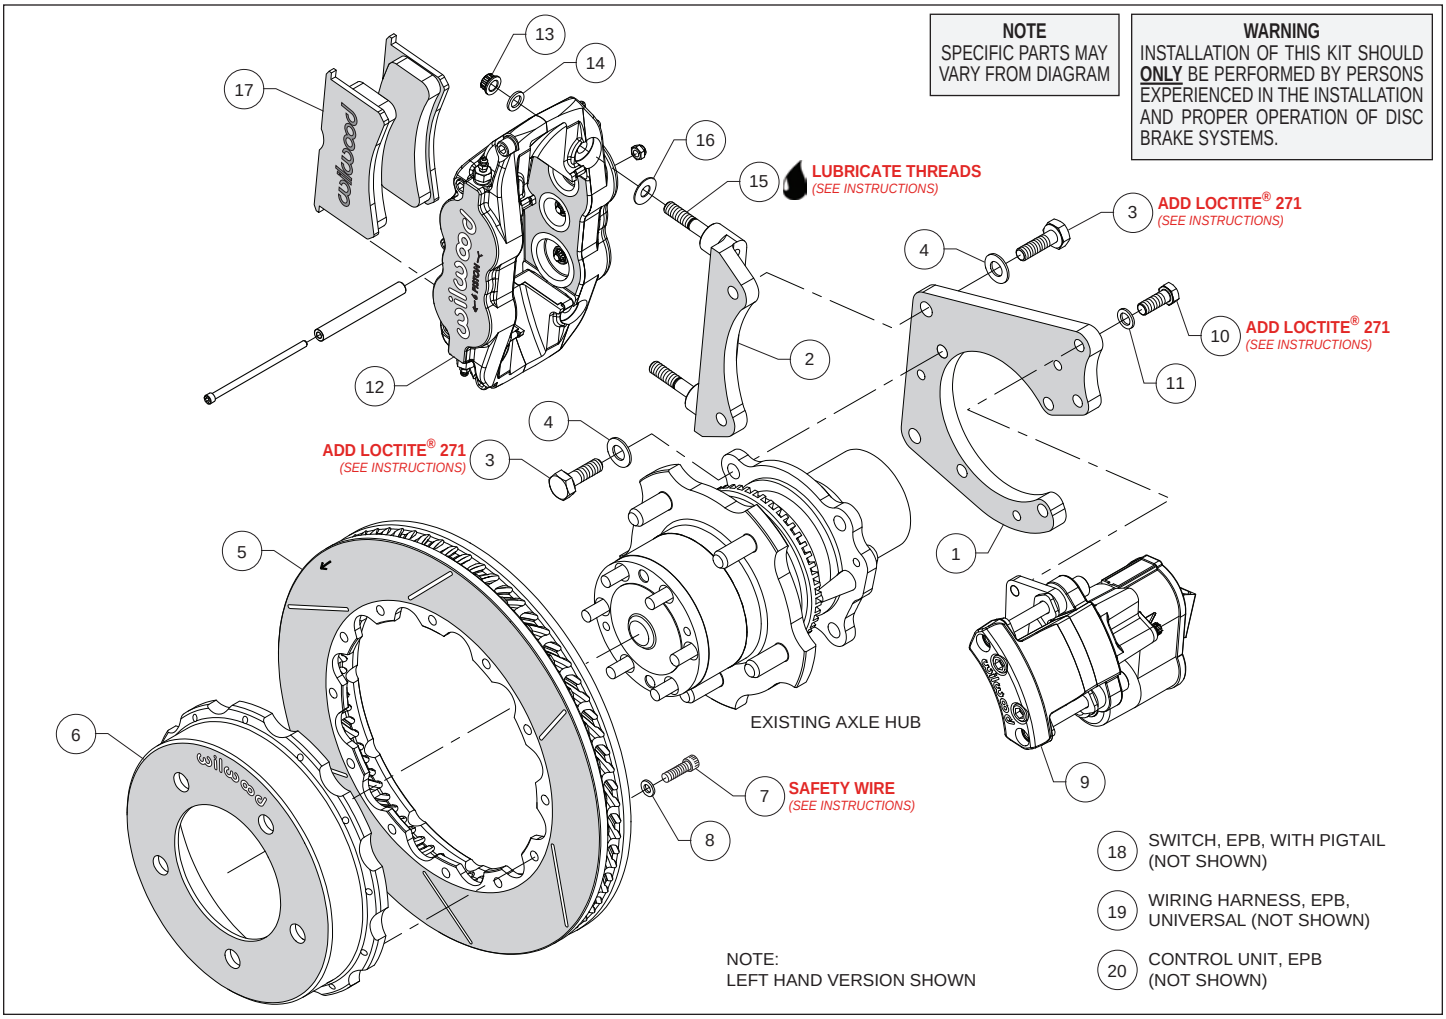

Figure 1. Typical Installation Configuration
Assembly Instructions (numbers in parenthesis refer to the parts list and Figure 1 on the preceding pages):
- The flat bracket (1) should initially be installed with clean, dry threads on the mounting bolts. Orient the bracket as shown in Figure 1, and Photo 1, and install using bolts (3) and washers (4). Temporarily tighten the mounting bolts. ***NOTE:*** *The bracket must fit squarely against the axle flange.* Inspect for interference from casting irregularities, machining ridges, burrs, etc. Remove the bracket mounting bolts one at a time, apply red *Loctite*® 271 to the threads, and torque to 60 ft-lbs.